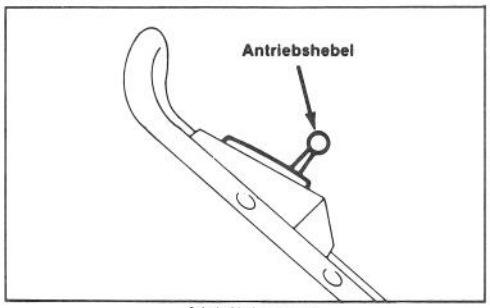

Abbildung 6
1. BEDIENUNGSELEMENTE (Abb. 6) — Antriebshebel/Choke befinden sich am oberen Griff.
2. ANLASSEN DES MOTORS (Abb. 6) — Kabel auf die Zündkerze stecken. Antriebshebel auf CHOKE stellen. Den saumen auf das Loch in der Mitte des Tupfers setzen und ein Mal drücken. Seilstarter ziehen und wenn der Motor anspringt, Gas entsprechend einstellen.
3. ABSTELLEN DES MOTORS (Abb. 6) — Antriebshebel auf AUS stellen, um den Motor und das Messer abzustellen. Kabel aus der Zündkerze herausziehen, wenn der Mäher nicht beaufsichtigt oder benutzt wird.